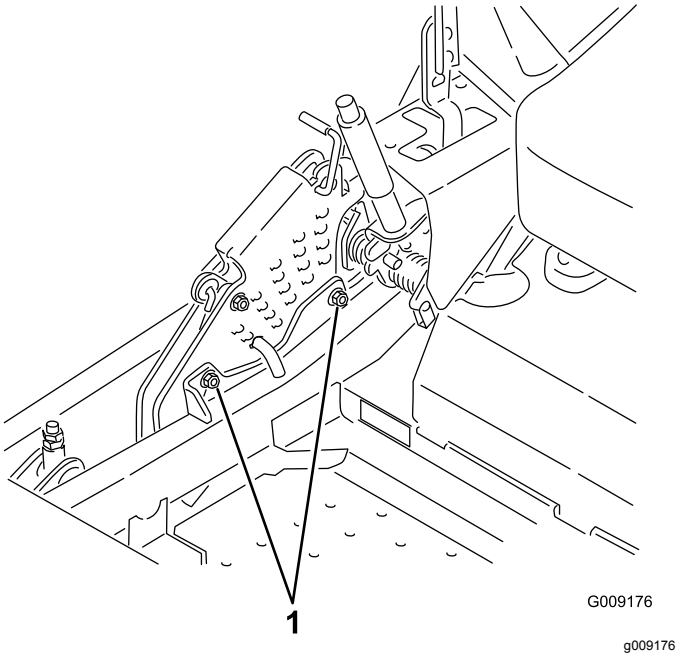

Figuur 99
12. Om het enkelpuntssysteem af te stellen, moet u de 2 bouten onderaan de maaihoogteplaat losdraaien (Figuur 99).
14. Draai de 2 bouten aan de onderzijde van de maaihoogteplaat vast (Figuur 99).